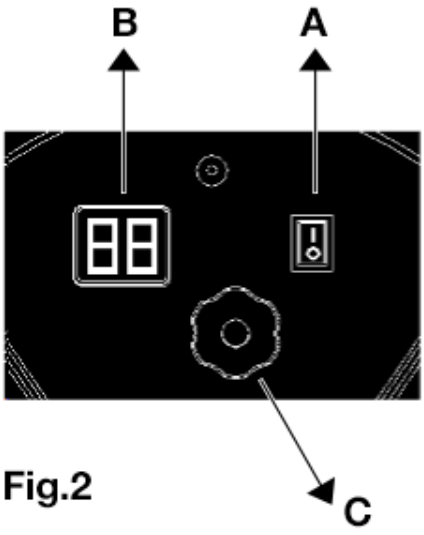

Fig.2
5. Sett av/på-bryteren i stilling “På” (|) (C - Fig.2). Varmeren skal starte i løpet av noen sekunder.